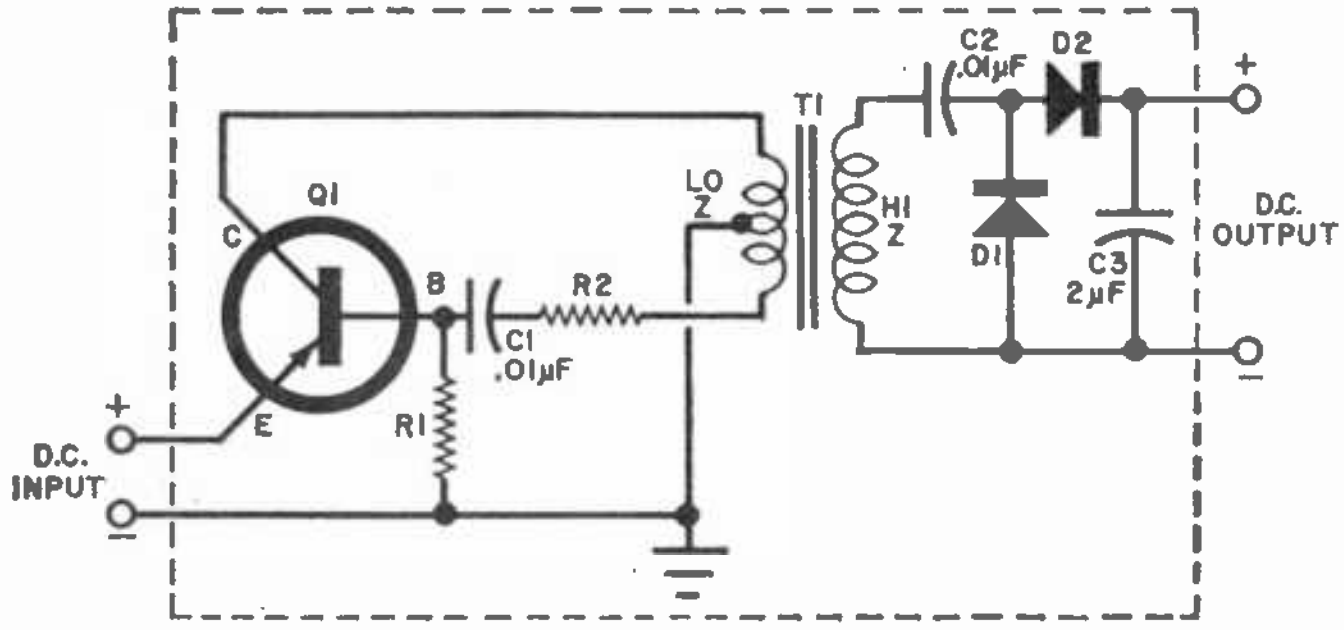

Fig. 1. A d.c./d.c. converter can be modified to provide a variety of output voltages for various low-current and high-voltage supply applications.
**Reader's Circuit.** Sometimes called a d.c. transformer, the d.c./d.c. converter circuit illustrated in Fig. 1 was developed using "junk-box" parts, according to its contributor, David Sharp, WA9RRJ (14715 Magnolia Blvd., Apt. #4, Sherman Oaks, California 91403). With minor modifications to meet individual requirements, the basic design can be used as a low-current, high-voltage power supply in small oscilloscopes, neon lamp displays, electric fences, Geiger counters, and similar projects.